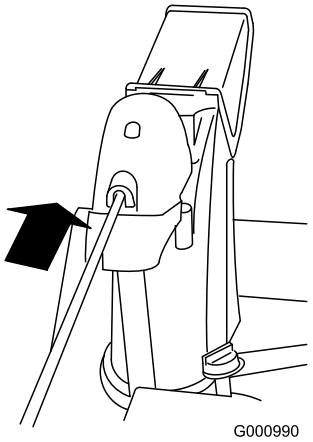

Figuur 15
4. Steek het vooruiteinde van de stang in de opening in de achterkant van de tandwielkast van het uitwerpkanaal. De stang moet in het tandwiel van het uitwerpkanaal glijden (Figuur 15).